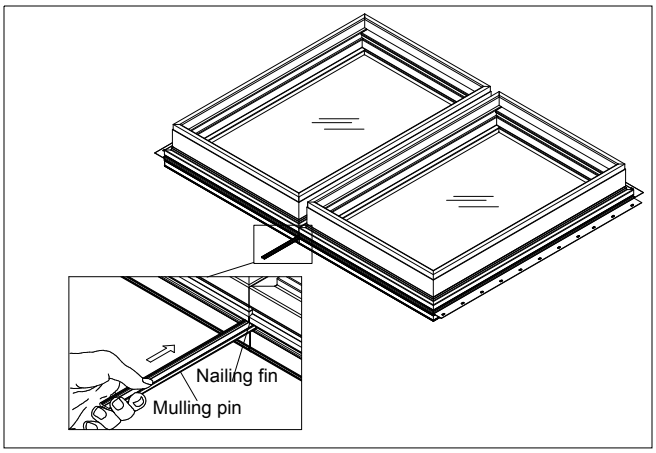

**Figure 7**
2. Slide aluminum mulling pin into nailing fin drip cap kerf. Make sure mulling pin is recessed at least 1/4″ (6) on each end to allow for sealant placement and horizontal mulling pin application later. See figure 7.